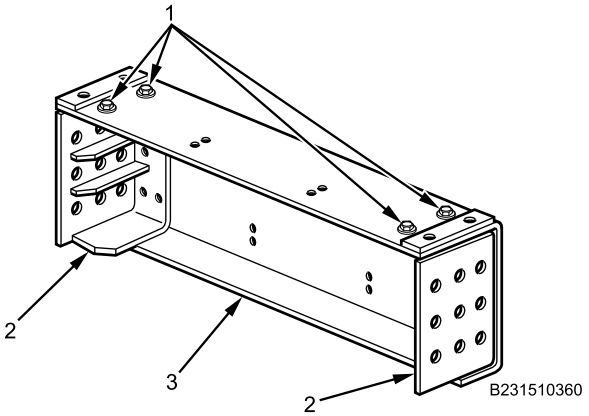

Figure 2. Front Frame Crossmember and Supports.
1. Remove four bolts (Figure 2, Item 1) and nuts from front frame crossmember (Figure 2, Item 3).
2. Remove front frame crossmember supports (Figure 2, Item 2) from front frame crossmember (Figure 2, Item 3).
1. Install front frame crossmember supports (Figure 2, Item 2) on front frame crossmember (Figure 2, Item 3) with four bolts (Figure 2, Item 1) and nuts and tighten securely.